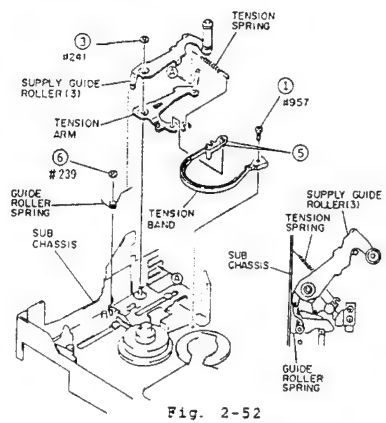

Fig. 2-52
1) Remove one (1) screw holding the tension band. (See Fig. 2-52)
3) Remove one (1) washer holding the tension arm and supply guide roller (3).
4) Pull out the tension arm, supply guide roller (3) and tension band from the sub chassis.
5) Release two (2) tabs and remove the tension band from the tension arm.
6) Remove one (1) washer holding the guide roller spring.